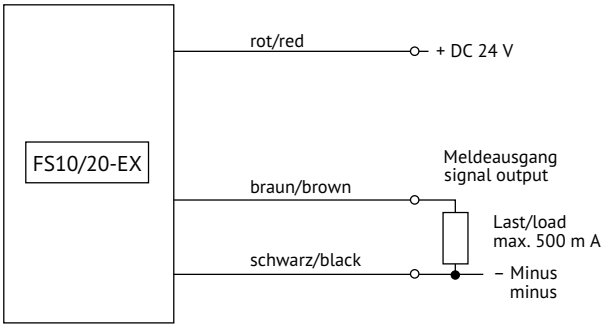
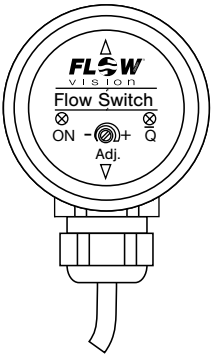

Fig. 8
Fig. 9
Verbindung mit dem Kabel entsprechend dem Anschlussbild (siehe Fig. 8) herstellen und Versorgungsspannung anschließen. Die grüne LED (ON) leuchtet (siehe Fig. 9).
Connect the cable according to the connection diagram (see fig. 8) and connect power supply. The green LED (ON) lights (see fig. 9).
3 Die gelbe LED ($\overline{Q}$) im Strömungswächter zeigt den momentanen Ist-Bereich des Schaltpunktes an (siehe Fig. 9).
3 The yellow LED ($\overline{Q}$) on the flow monitor indicates the actual range of response value (see fig. 9).